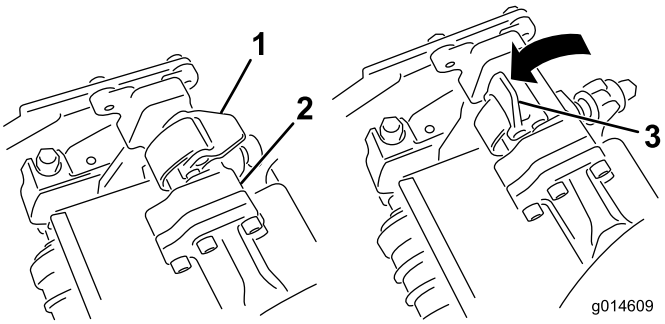
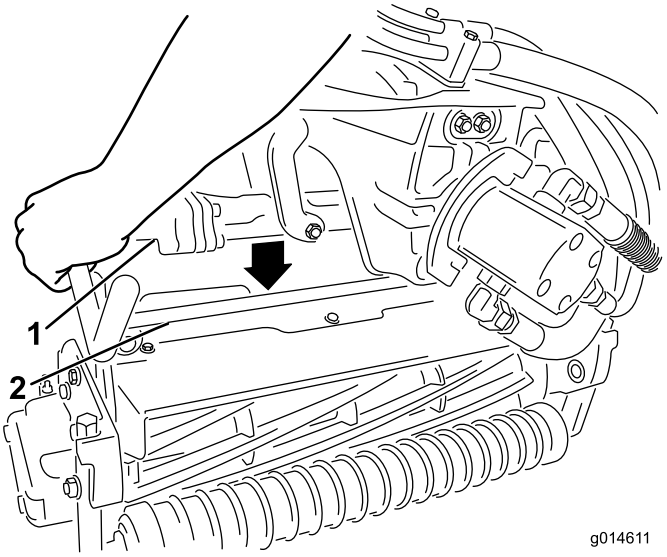

**Figure 33**
**Figure 34**
4. Les verrous de la barre de bras de suspension étant orientés en haut (c.-à-d. ouverts) (Figure 33), poussez le bras de suspension vers le bas pour que la barre s'engage sur la barre transversale en haut du plateau de coupe (Figure 34).
5. Fermez les verrous autour de la barre du plateau de coupe et bloquez-les en place (Figure 33).
5. Ouvrez les verrous sur la barre du bras de suspension appartenant au plateau de coupe que vous voulez déposer (Figure 33).